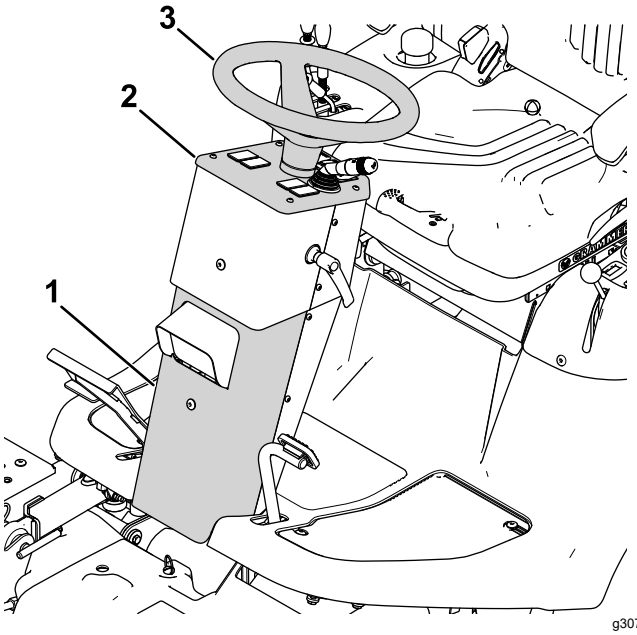

Figuur 13
3. Verwijder het stuurwiel, het dashboard en het voorste paneel (Figuur 13).